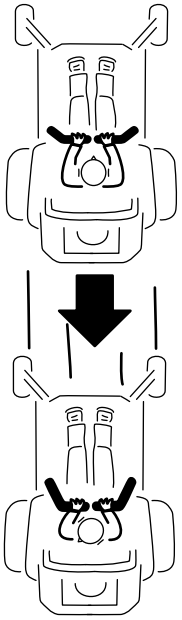

Rysunek 26
2. Aby jechać do tyłu, powoli przesuń dźwignie kierowania do tyłu (Rysunek 26).